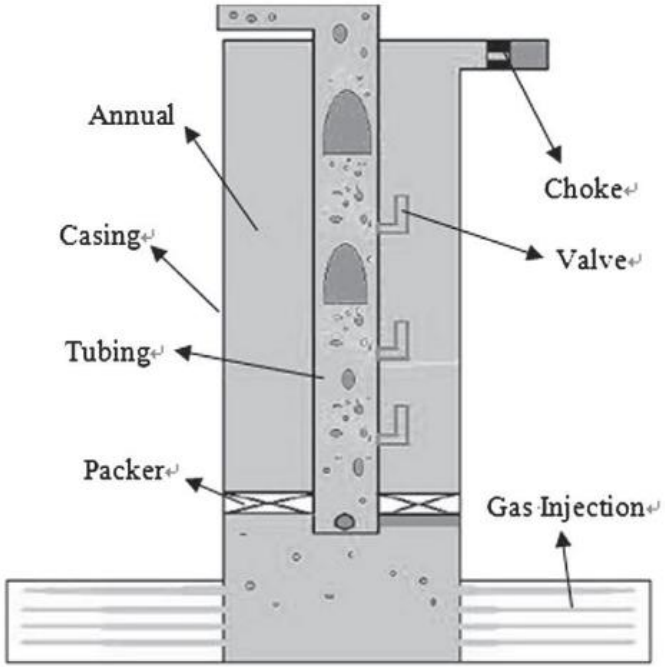

Figure 2-15 Typical Single-Well System of Continuous Gas Lift [6]
- Gas lifts employ additional high-pressure gas to supplement formation gas as shown in Figure 2-15.